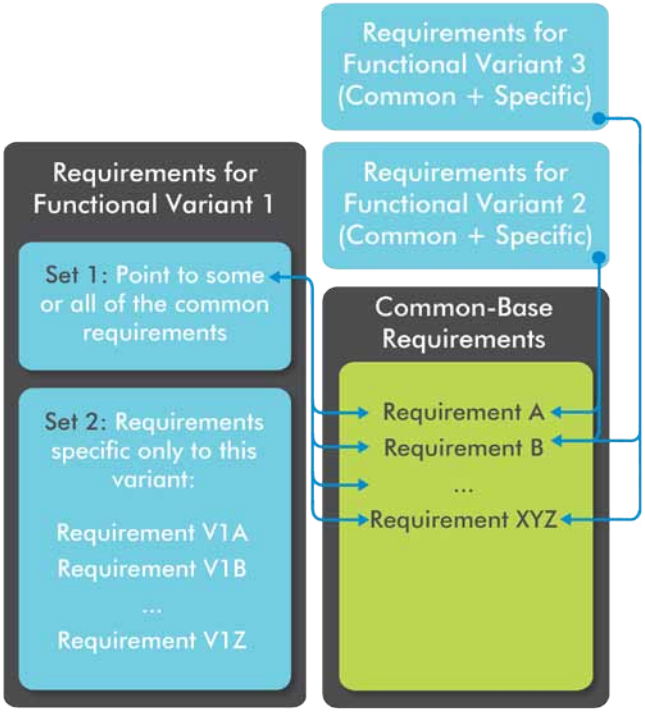

図 1：複数の製品バリエーションが共通基盤の要件を共有しています。図のバリエーション 1 の要件は、固有の要件と共通基盤のすべての要件で構成されています。一方、バリエーション 2 と 3 の要件は、それぞれに固有の要件と共通基盤の一部の要件で構成されています。
a. 新しいバリエーションのための空の新規ドキュメントを作成します。これを「親」ドキュメントと呼びます (図 1 を参照)。